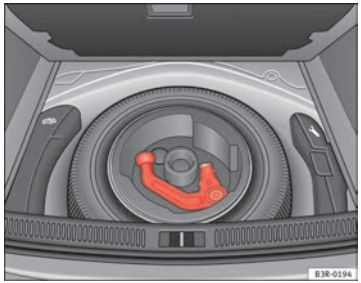

Abb. 154 Gepäckraum: Reserverad mit Anhängevorrichtung
- Bei Fahrzeugen mit Reserverad ⇒ Abb. 154.